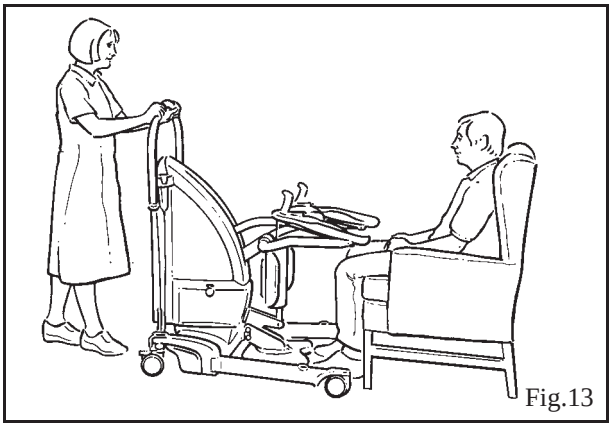

Fig.13
3. S'approcher du patient par l'avant avec le verticalisateur. S'arrêter avant que le repose-pieds et le Proactive Pad ne soient en contact avec le patient. (Voir Fig. 13)